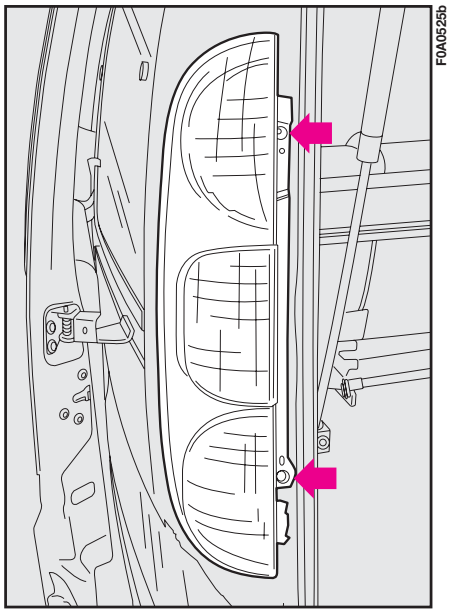

fig. 29
**4)** Undo, after removing the fastening bolt, the cluster fastening screws (located outside), as illustrated in **fig. 29**.